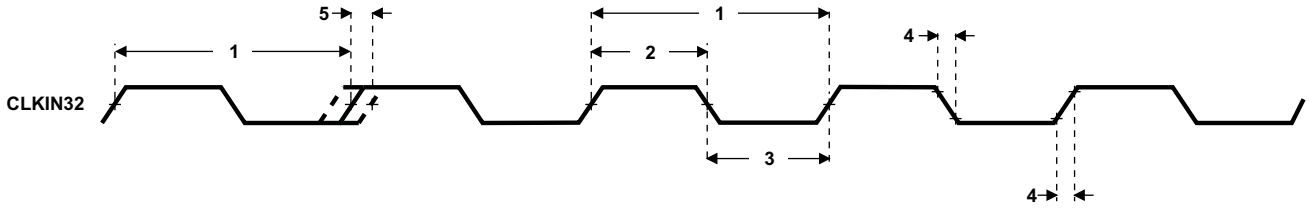

Figure 7-15. CLKIN32 Timing
Table 7-16. Timing Requirements for CLKIN32 (1)(2) (see Figure 7-15)